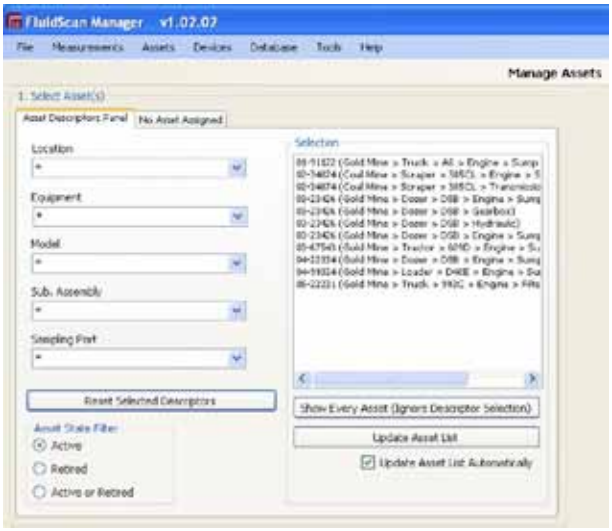

Figure 2.7-5, Existing Asset Example
12. The screen shown in Figure 2.7-5 is an example of multiple assets that have been added to the database.